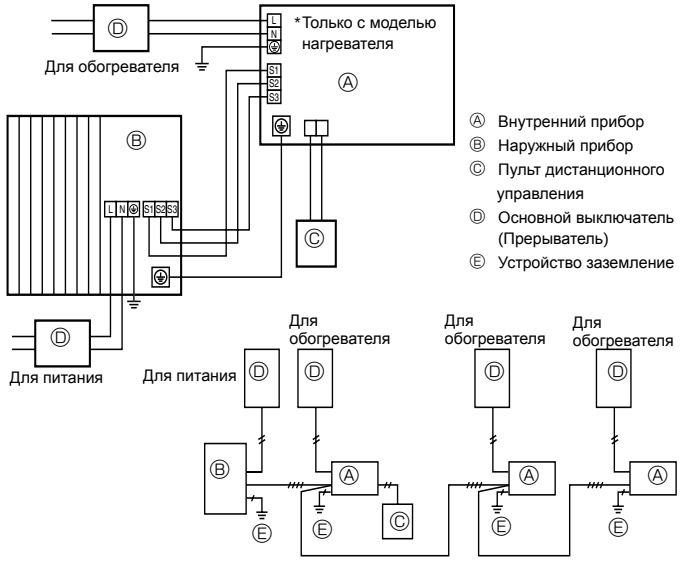

Fig. 6-1
6.1. Наружный прибор (Fig. 6-1, Fig. 6-2)
① Снимите защитную панель.
② Подсоедините кабели, как указано на Fig. 6-1 и Fig. 6-2.